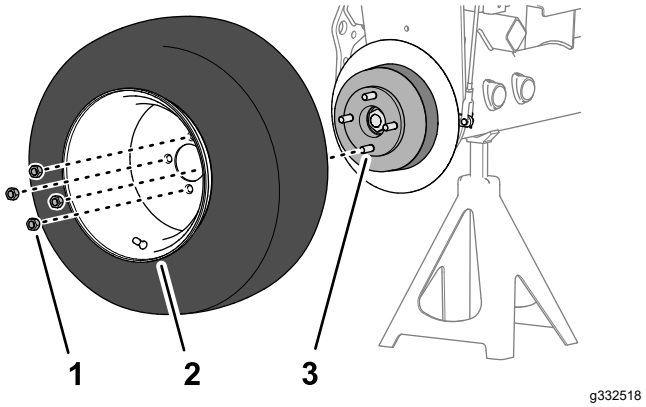

Figur 60
1. Fjern de fire hakemutterne som fester forhjulet til navet, og fjern hjulet (Figur 60).